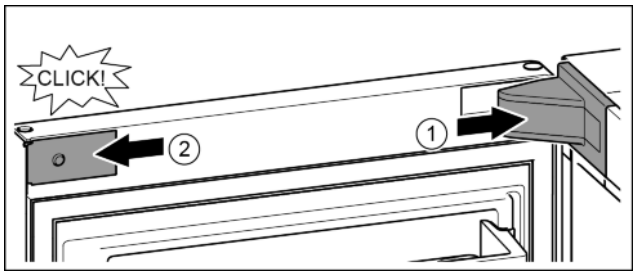

Fig. 18
- ▶ Position the bearing bracket and engage. If necessary push apart carefully. *Fig. 18 (1)*
- ▶ Position the panel on the side and click into place. *Fig. 18 (2)*